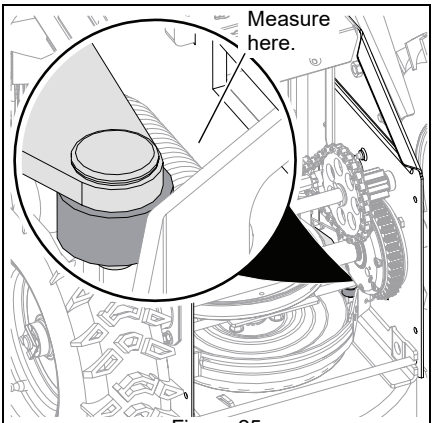

Figure 25
2. Engage attachment clutch and check the clearance between the frame and plastic roller on the lower end of the attachment idler arm. Roller should be 12.7 mm – 22.2 mm (1/2" – 7/8") from the frame. See Figure 25.